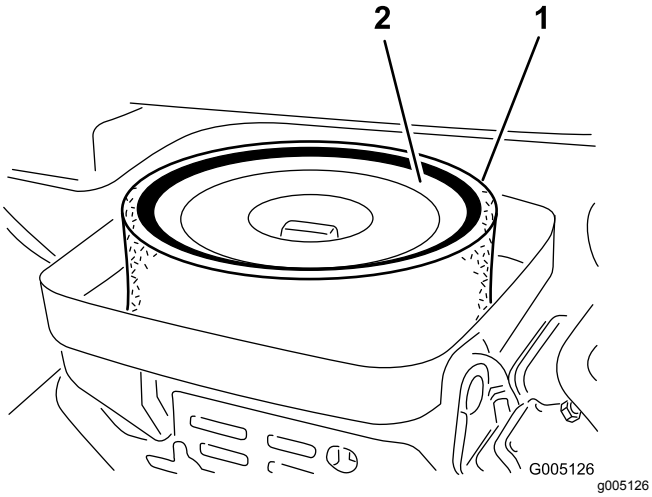

Figuur 46
4. Als het schuimelement vuil is, moet u dit verwijderen van het papierelement (Figuur 46) Dit moet grondig worden gereinigd. Ga hierbij als volgt te werk: